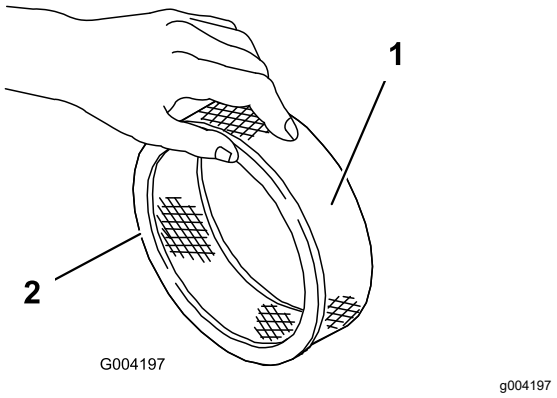

Rysunek 42
5. Sprawdź filtr papierowy pod kątem rozdarć, warstwy oleju i uszkodzenia gumowej uszczelki (Rysunek 42).
1. Ostrożnie wsuń piankowy filtr wstępny na wkład papierowy (Rysunek 42).